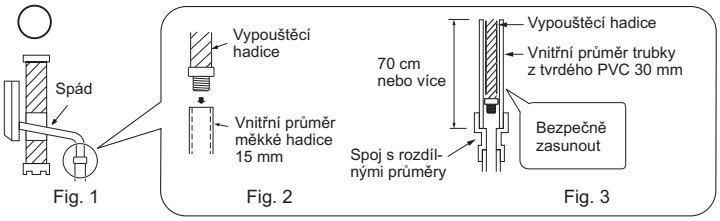

Fig. 1 Fig. 2 Fig. 3
- Vypouštěcí hadice by měla směřovat dolů, aby bylo usnadněno odtékání vypouštěné vody. (Fig. 1)